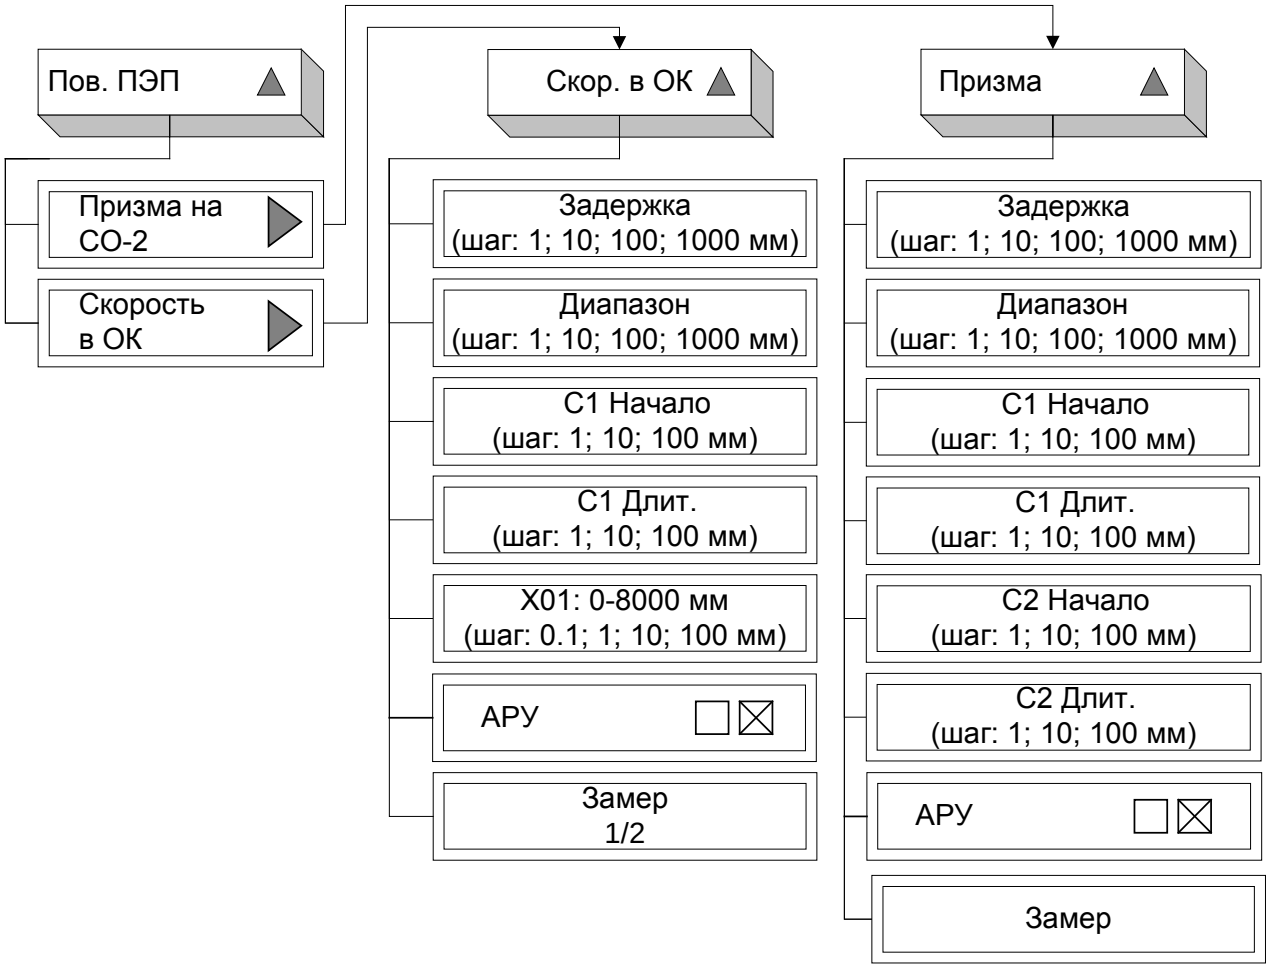

Рисунок 27 – Меню «Поверхностной волны ПЭП»
6.3.1.7.7.3 Пункт «**Поверхностной волны ПЭП**»: открывает подменю для калибровки типов ПЭП поверхностной волны и содержит пункты (рисунок 27):